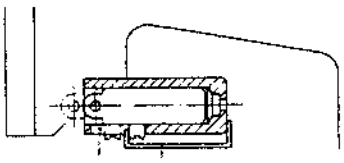

Fig. 32
3.) Relieve the roller slide (use hold 34547), see Fig. 32.